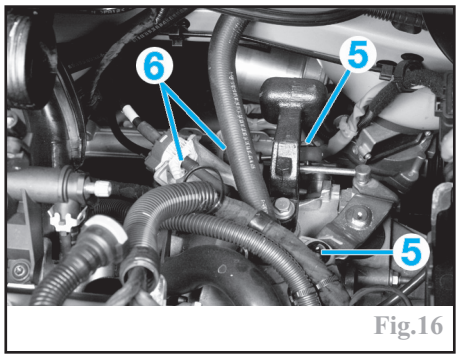

Fig.16
Désaccoupler les rotules (5) des câbles de commande et de sélection des vitesses puis décliper les gaines (6) de la boîte de vitesses afin de libérer le système de commande (Fig.16) (voir méthode en début de chapitre).